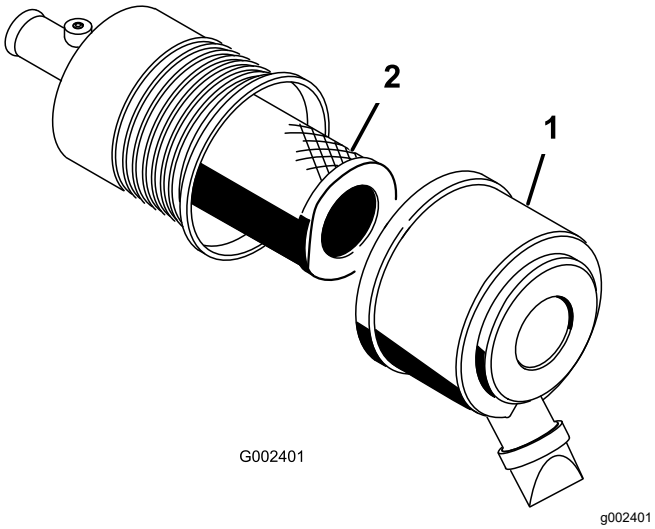

図 33
1. エアクリーナのラッチを外し、ボディーからカバーを抜き出す図 33。
3. エアクリーナのボディーから、フィルタをしずかに引き出す (図 33)。
5. フィルタをゆっくり押し込むようにしてボディチューブに取り付ける図 33。
6. 上下方向を間違えないように、エアクリーナカバーを正しく取り付け、ラッチを掛ける図 33。